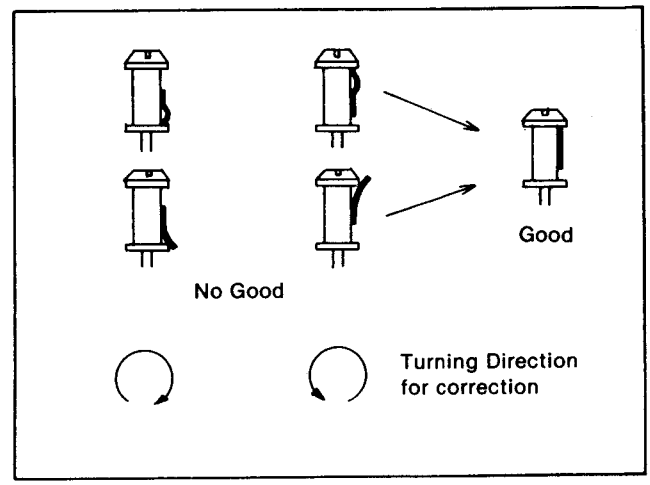

Figure M10
2. When repeating the Loading and Unloading, confirm tape travel by using the Check Light. If there are waving or frilling at the lower or upper edge of the P2 and P3 Posts,readjust the heights of P2 and P3 Posts correctly so that the upper flanges of P2 and P3 posts just touch the upper edge of the tape. (Figure M10)
6. If the RF envelope appears like example "D" or "E" in Figure M10, then adjustment of the tape guide post (P3: Exit) is necessary.